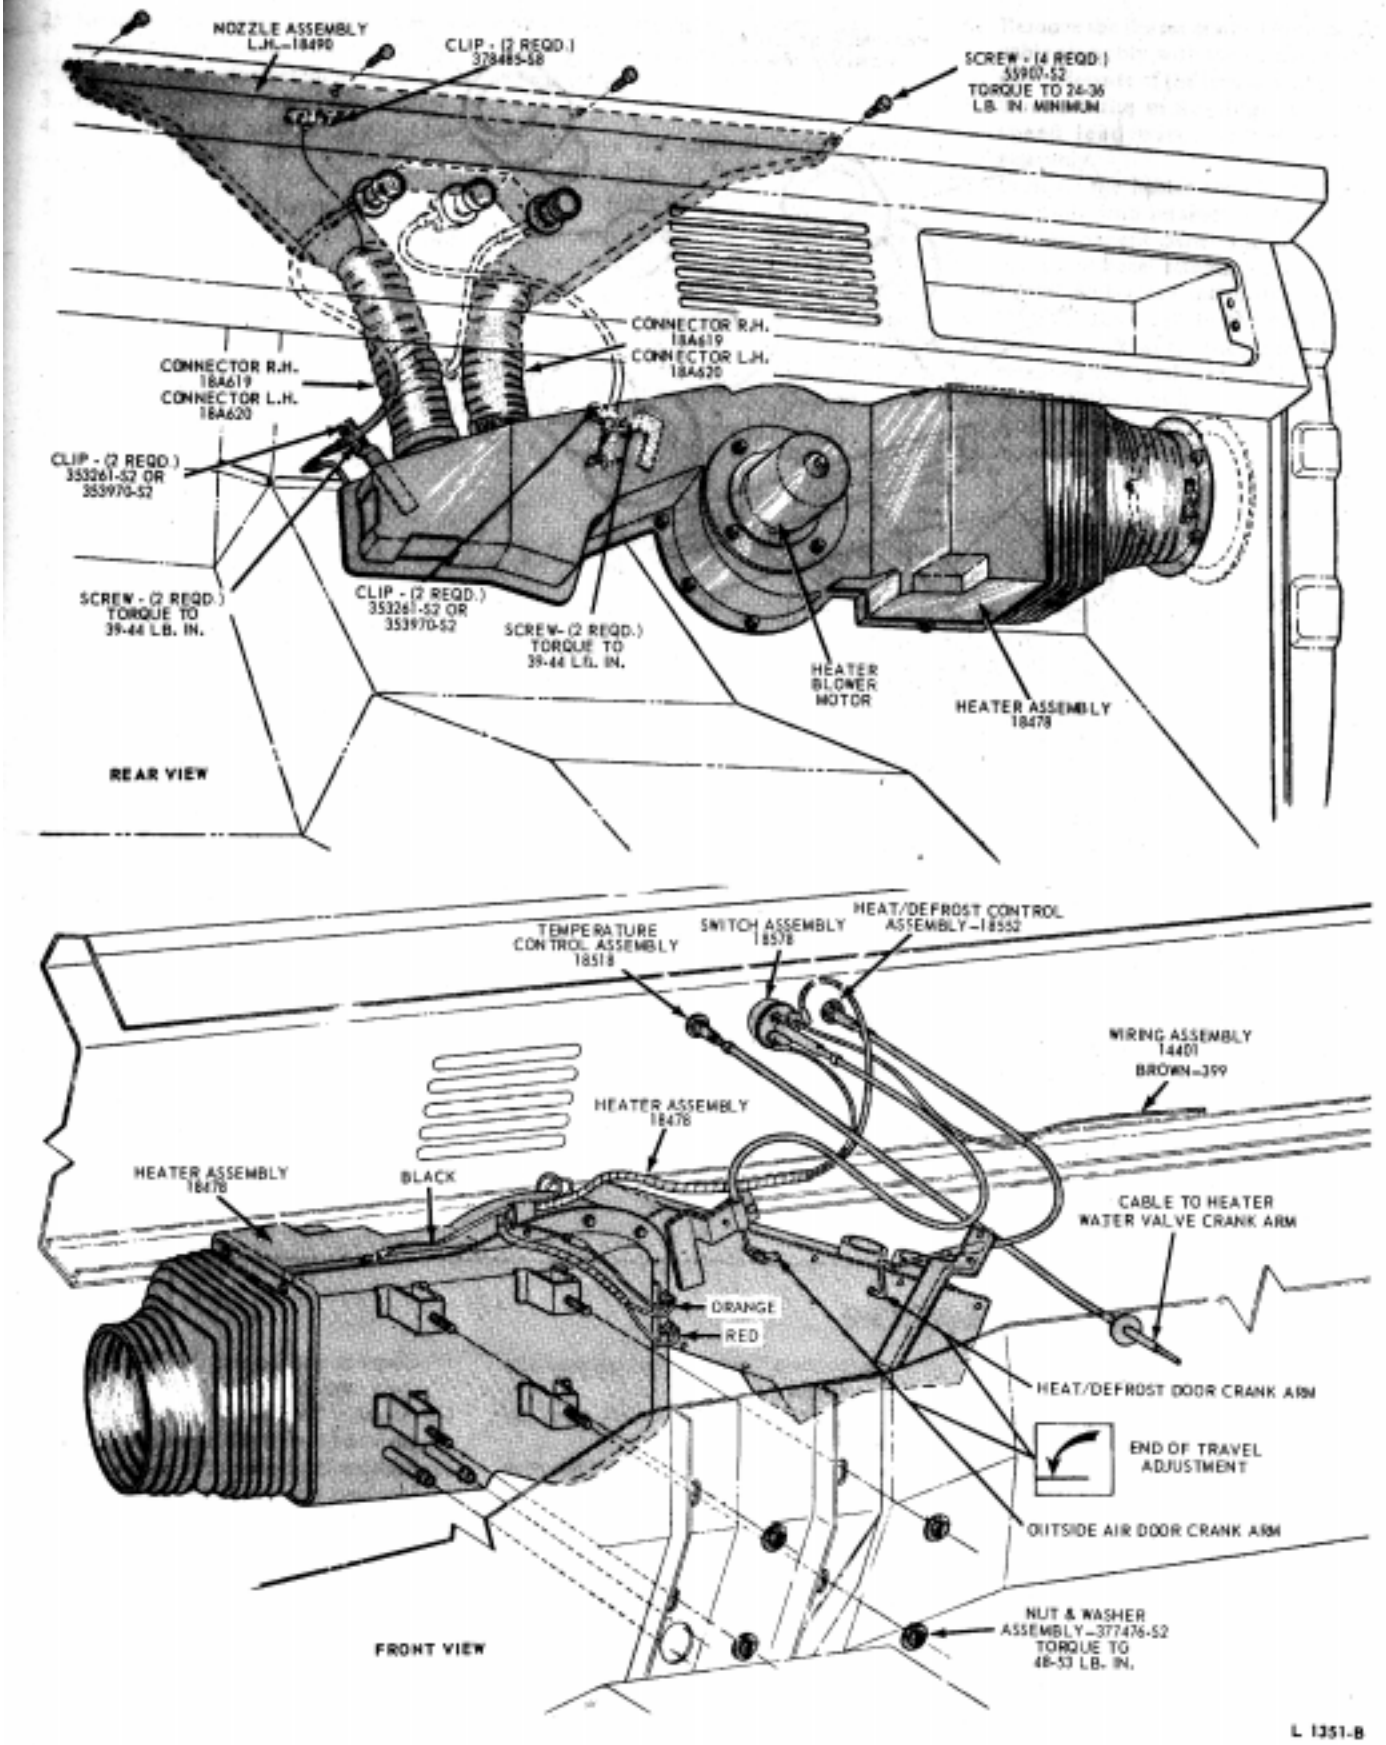
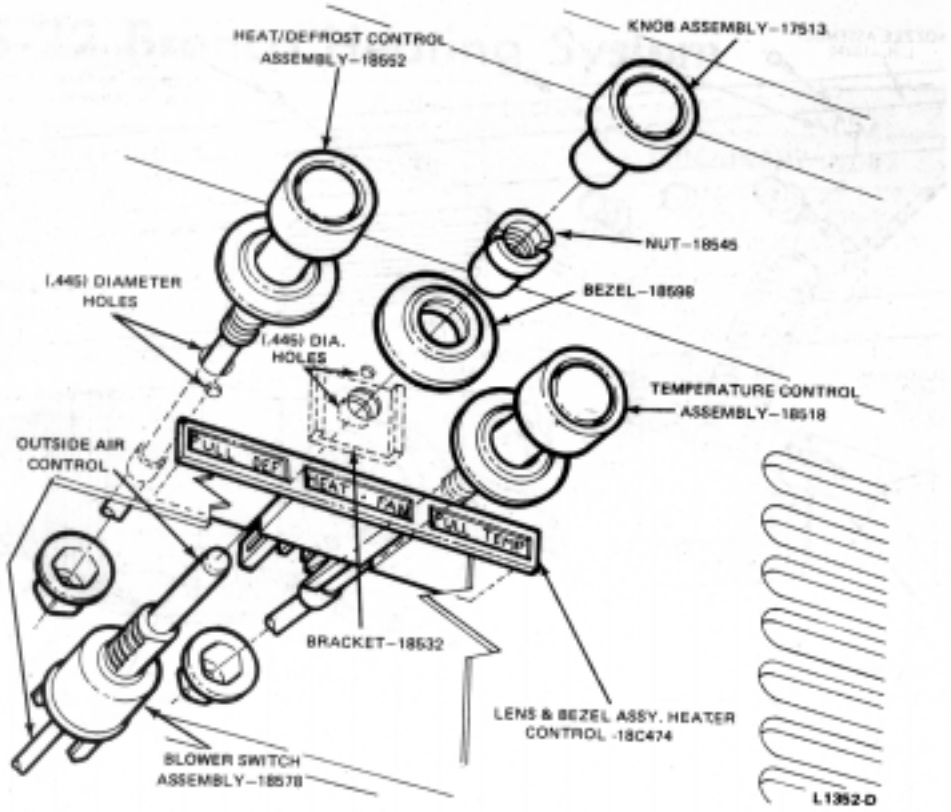

FIG. 1 Heater Installation—Bronco
FIG. 2 Heater Controls—Bronco
Outside air enters the heater assembly through an air duct in the right cowl, flows through the blower and the heater core fins into the plenum chamber, and discharges through the defroster nozzles and/or the floor outlet (Fig. 1).
The temperature (right) control (Fig. 2) operates a cable connected to the heater water valve (Fig. 1). Pushing the knob in closes the water valve, shutting off the flow of hot coolant from the engine through the heater core (no heat). Pulling the knob out opens the valve to allow flow of hot coolant through the core. The farther out the knob is pulled, the greater the coolant flow and the higher the temperature. At full out position, the water valve is wide open (maximum heat).
The heat/defrost (left) control knob actuates a cable connected to the heat/defrost door (Fig. 1). When the knob is pulled out, the door directs discharged air through the defroster nozzles to the windshield. When the knob is pushed in, the control door directs air through the floor outlet to the passenger compartment. Pulling the knob part way out, directs part of the discharge air to the windshield and part to the floor.
Loosen the Bowden cable retaining clip screw at the air door or valve crank arm (Fig. 1). Move the cable housing back and forth until the crank arm is at the end of its travel as shown in Fig. 1 when the knobs are 1/16 to 1/8-inch from the fully pushed-in position. Then, tighten the retaining screw.
2. Disconnect both heater hoses at the heater (Fig. 1). Remove the rubber pads from the core.
6. Disconnect the heat/defrost door cable at the door crank arm (Fig. 1).
2. Remove the screws retaining the motor to the plenum chamber, and remove the motor assembly (Fig. 1).
1. Remove the control knob (center control, Fig. 2). Push up on the clip in the knob to remove it.
2. Remove the blower control switch bezel nut and the bezel (Fig. 2).
9. Connect the cable to the outside air door crank arm and install the retaining clip and screw (Fig. 1).